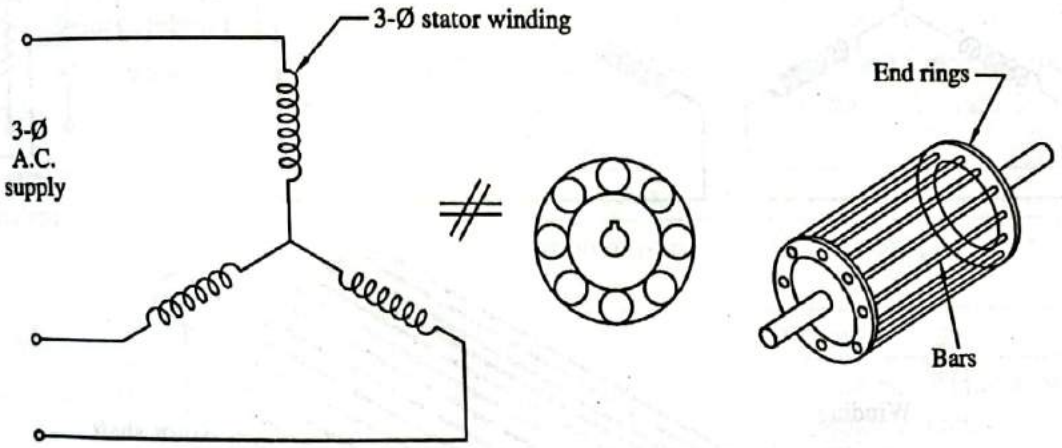

**FIG. 4.9 : SQUIRREL CAGE INDUCTION MOTOR**
- Fig. 4.9 shows the schematic arrangement of squirrel cage rotor.